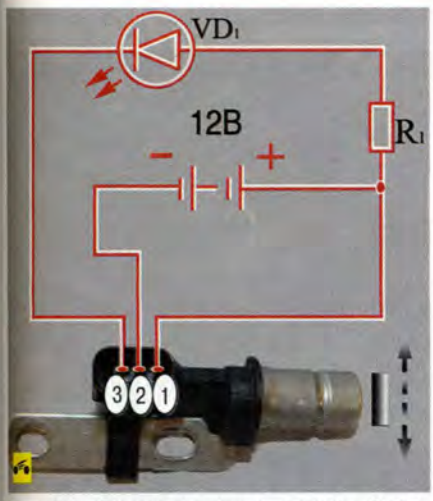

Рис. 10.6. Схема проверки датчика фазы: VD1 – светодиод АЛ307; R1 – ограничивающий резистор 0,8 кОм; 1, 2, 3 – номера выводов
Обладая определенными знаниями и специальным оборудованием, можно проверить датчик без снятия его с двигателя. Оценить работоспособность датчика также можно, собрав несложную схему (рис. 10.6).
5. Подсоедините выводы к аккумуляторной батарее в соответствии с полярностью, указанной на рис. 10.6. При этом свечение светодиода будет ничтожно мало.